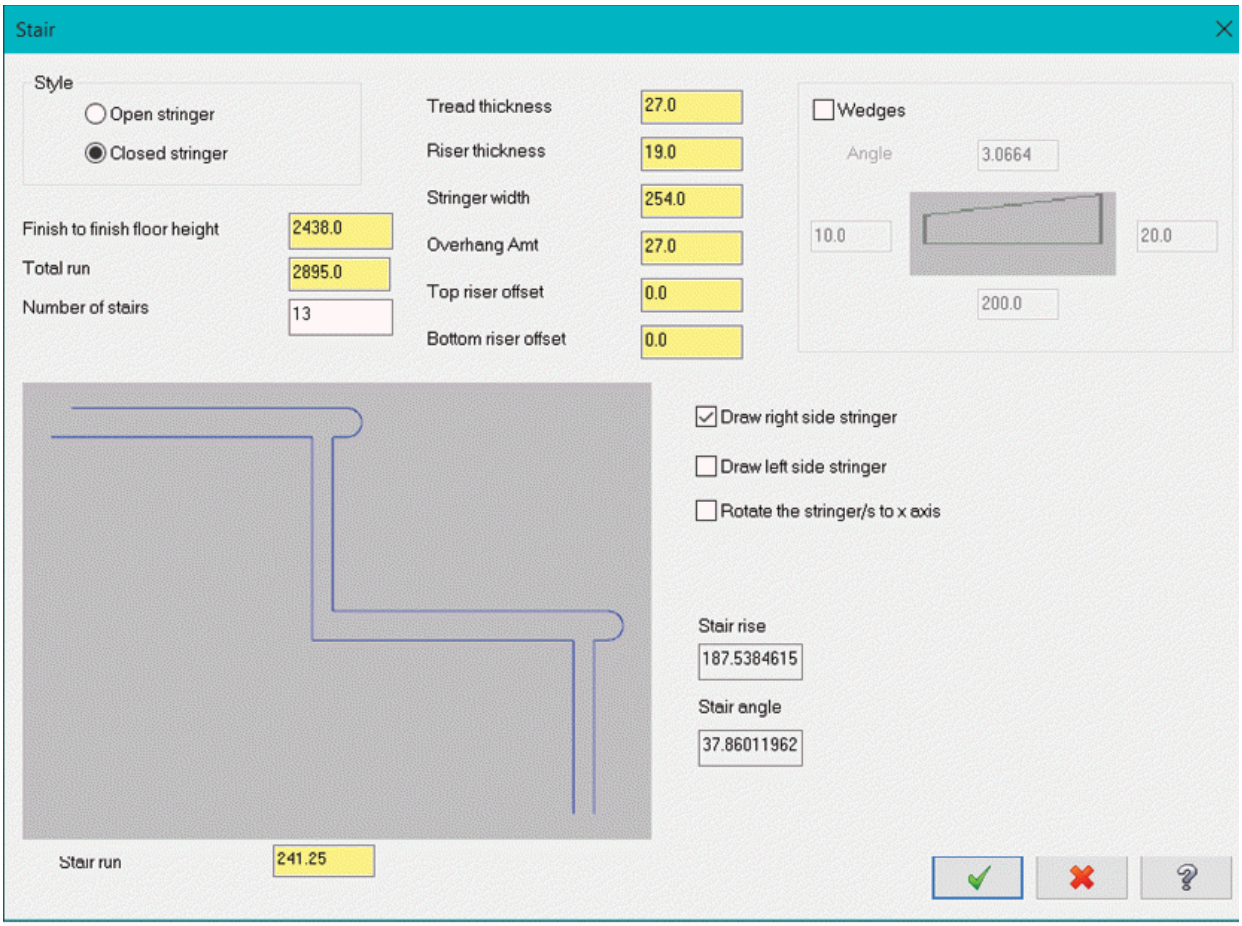

Figure-67. Stair dialog box
- Click on the **Stair Geometry** tool from the **Shapes** group in the **Wireframe** tab of the **Ribbon**. The **Stair** dialog box will be displayed; refer to Figure-67.
- Select desired radio button from the **Style** area of the dialog box. Select the **Open stringer** radio button to create single line steps of stairs. Select the **Closed stringer** radio button to create stairs as shown in preview of Figure-67.